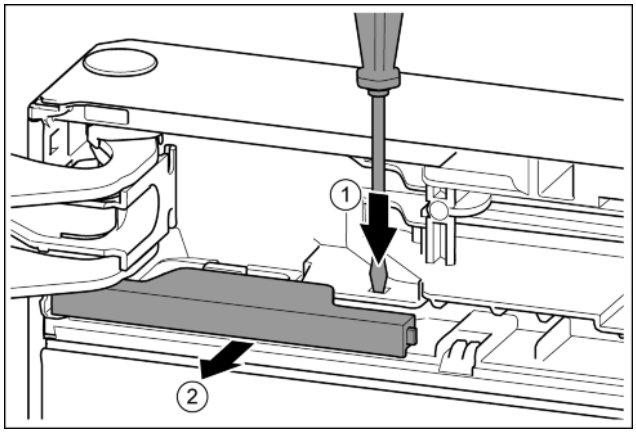

Fig. 14
▶ Pousser la languette avec un tournevis plat. *Fig. 14 (1)*
▶ Sortir le cache de l'encliquetage. *Fig. 14 (2)*